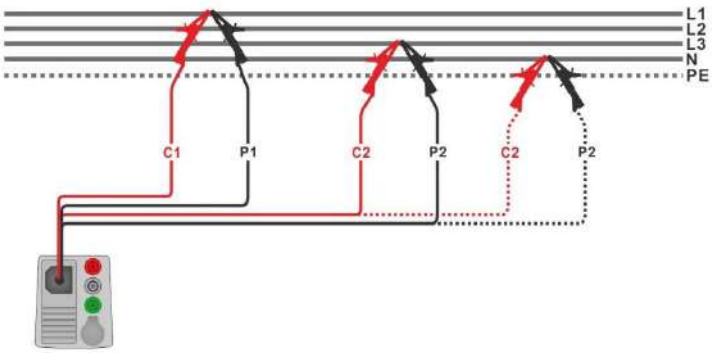

Figure 7.59: Phase-phase or phase-neutral 4-wire line impedance measurement
- Connect 4-wire test lead to the object under test, see ***Figure 7.59***.